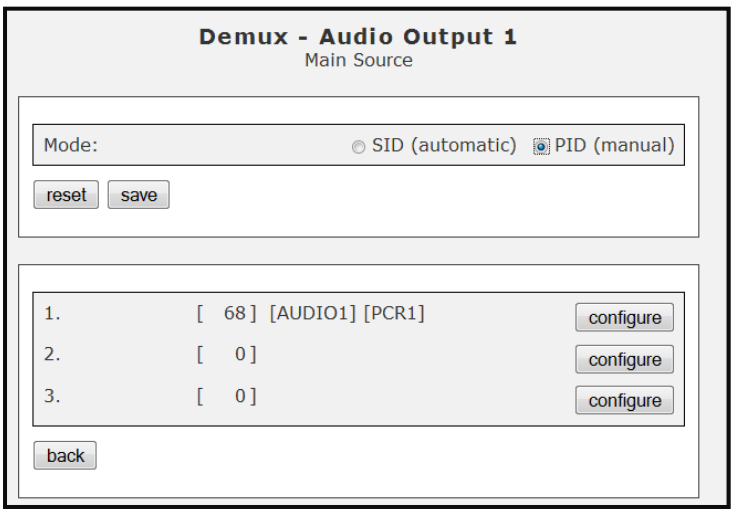

Fig. 14: Demux – Main Source: manual mode of operation for PID configuration.
– Settings take effect only when the **PID (manual)** mode is enabled (see Fig. 14) and saved by clicking the save button.